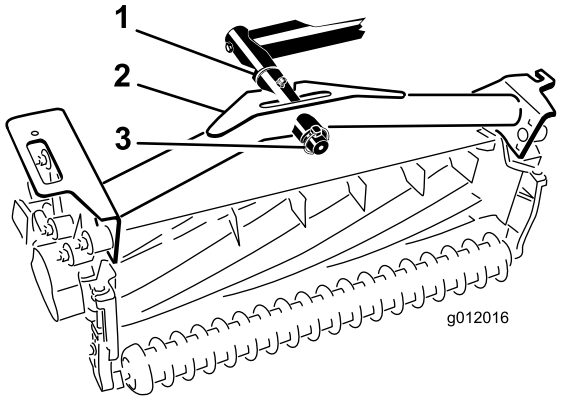

Figur 20
2. Skub klippeenhedens bæreramme på drejestangen, og fastgør den med en ringstift (Figur 20).